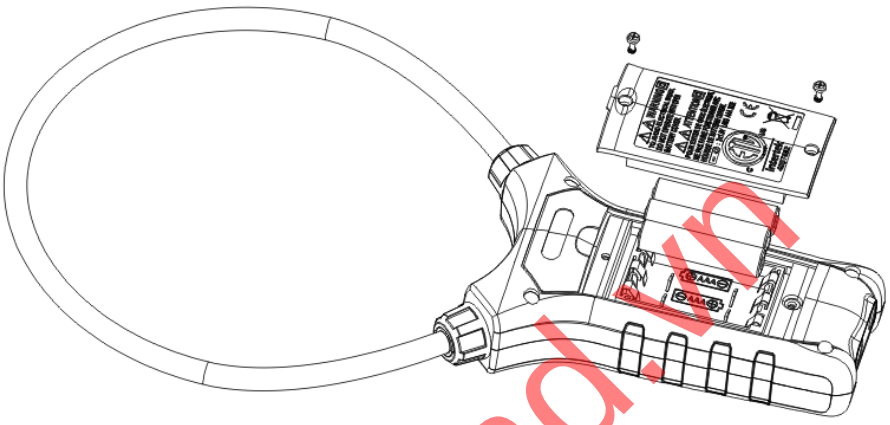

Figure 6
13、Maintenance and Repair (Figure 6)